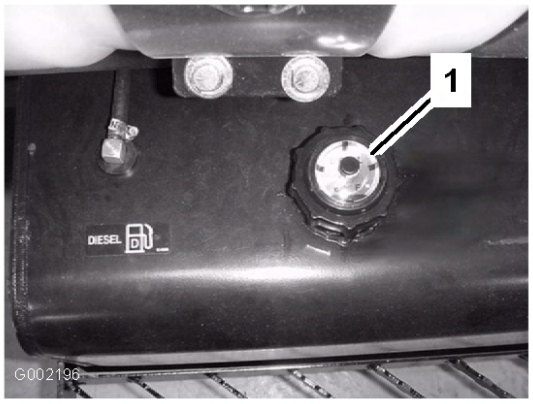

Figur 18
3. Rengör området runt tanklocket (Figur 18).